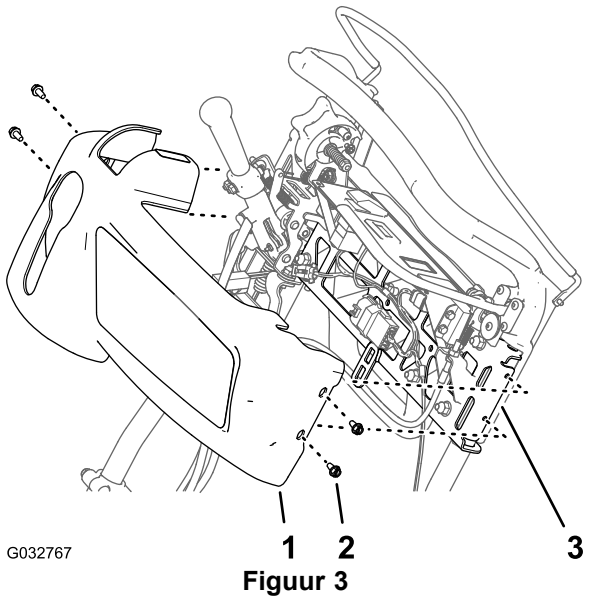

Figuur 3
1. Verwijder de 4 flenskopschroeven (1/4 x 1/2 inch) waarmee het deksel van het bedieningspaneel is bevestigd op de steunbeugel van de handgreepbuis (Figuur 3).
2. Trek het deksel naar boven en naar voren ten opzichte van het bedieningspaneel, en neem het deksel dan van de machine (Figuur 3).